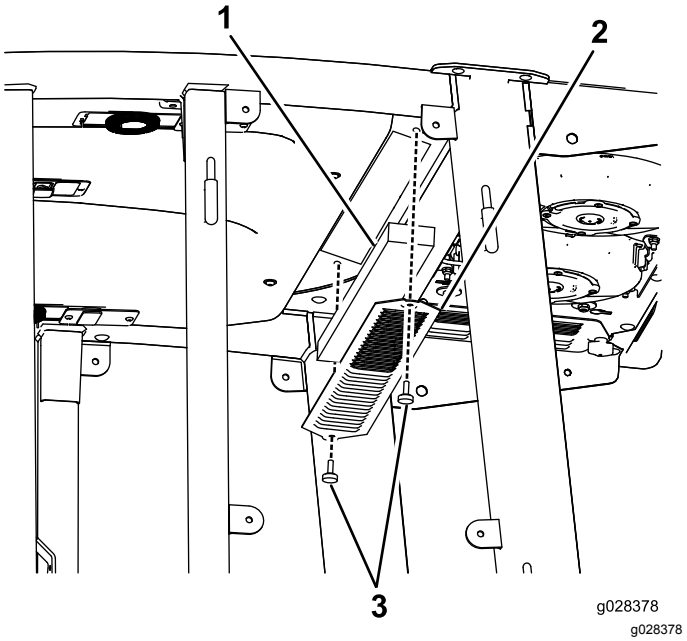
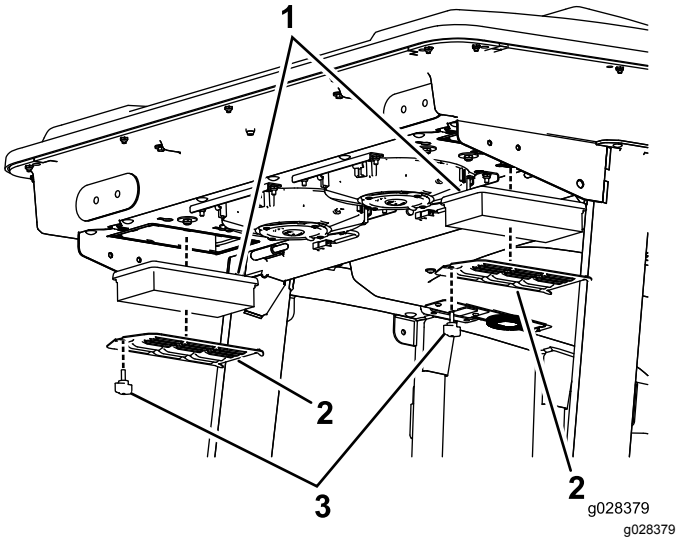
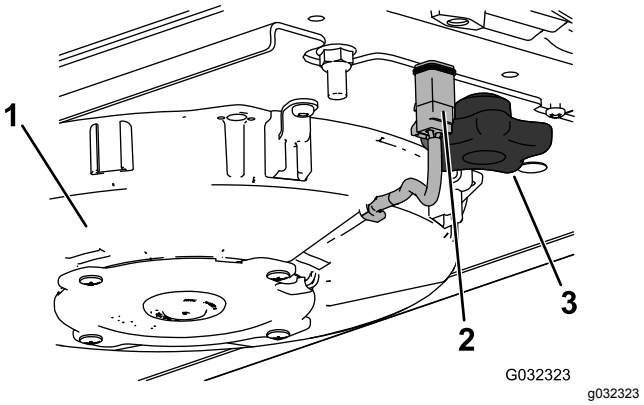
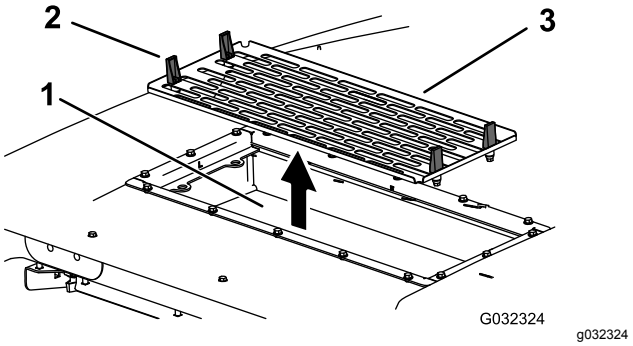

Figur 135
Figur 136
Figur 138
Figur 139
1. Ta ut skruene og fjern ristene over luftfiltrene både inni og bak førerhuset (Figur 135 og Figur 136).
2. Koble fra kabelen for hver vifte (Figur 138).
4. Åpne de fire låsene på klimaanleggsenheten og fjern skjermen (Figur 139).
5. Fjern luftfiltrene (Figur 136).
7. Monter luftfiltrene, skjermen og vifteenheten (Figur 136, Figur 138 og Figur 139).
8. Koble til kabelen for hver vifte (Figur 138).